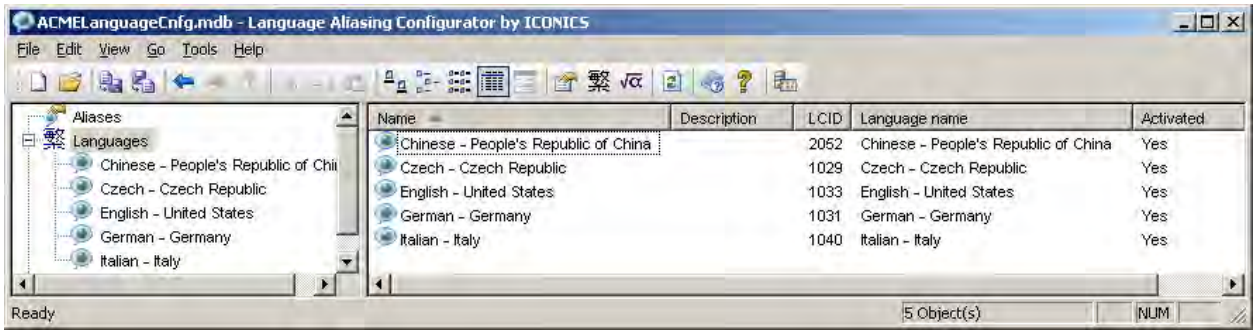

Figure L14.3 - Language Configurator with Languages Added
7. Your configuration should look similar to Figure L14.3 once you have added the above languages.